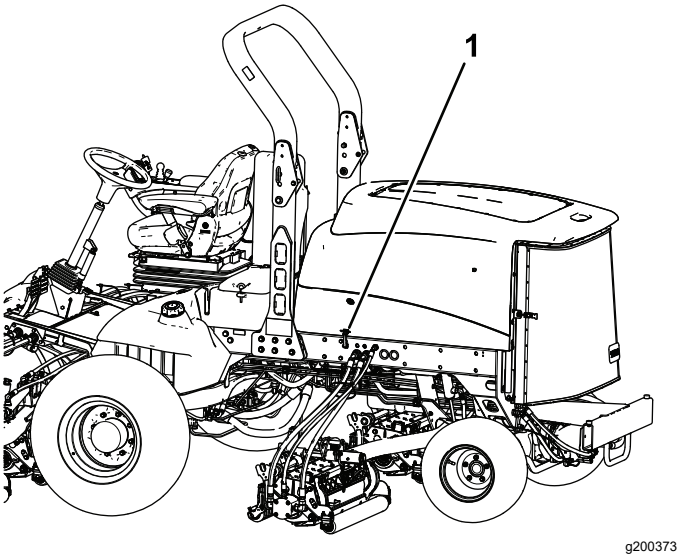

**Рисунок 78**
1. Откройте защелки капота (Рисунок 78) и откиньте капот.